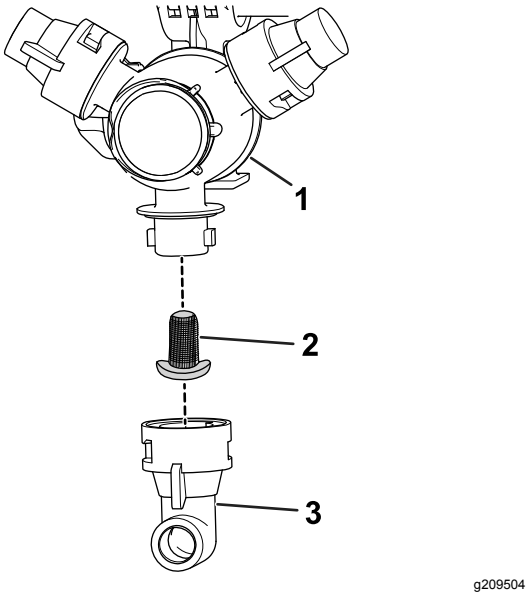

Figur 104
2. Fjern dysen fra sprederhodet (Figur 104).
3. Fjern det gamle dysefilteret (Figur 104).
4. Sett i det nye dysefilteret (Figur 104).
5. Monter dysen på sprederhodet (Figur 104).